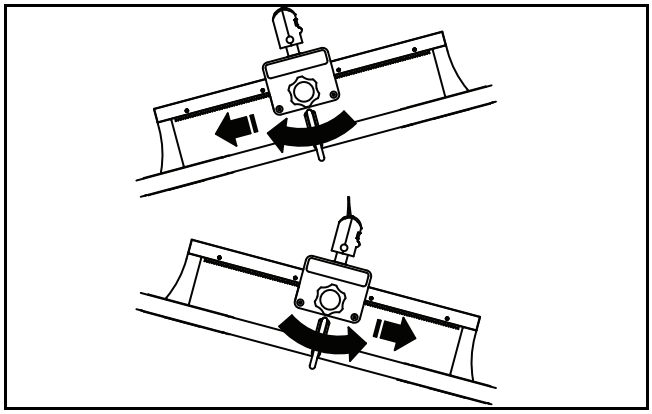

Fig. 10
4) Pour suspendre le cadre de civière à l'horizontale, tourner l'un des boutons pour déplacer le support vers l'extrémité la plus lourde (pointant vers le bas) du cadre de civière (voir Fig. 10).